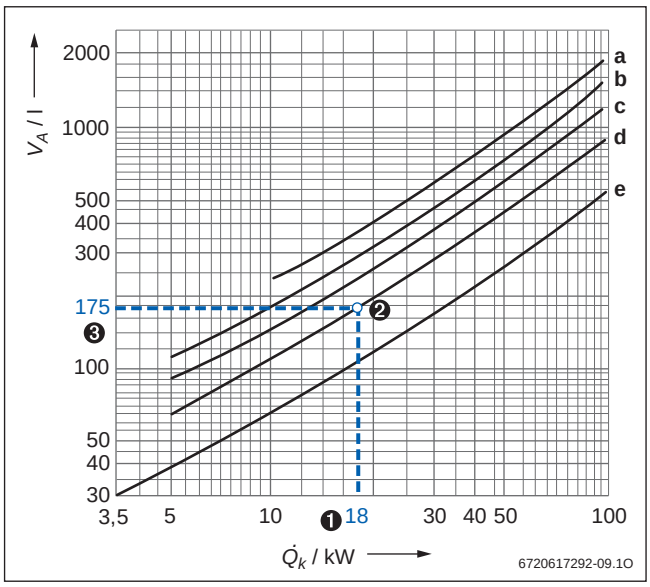

Bild 17 Anhaltswerte für den durchschnittlichen Wasserinhalt von Heizungsanlagen
In Abhängigkeit von verschiedenen Parametern der Heizungsanlage lässt sich das Anlagenvolumen aus dem Diagramm ablesen (→ Bild 17).
Das nach Punkt 3 aus dem → Bild 17 abgelesene Anlagenvolumen muss kleiner sein als das maximal zulässige Anlagenvolumen. Wenn das nicht zutrifft, muss ein größeres Ausdehnungsgefäß gewählt werden.
(→ Bild 17, Kurve **d**)
❹ Erforderlich ist ein AG mit 12 l Inhalt (→ Tabelle 7), weil hierfür das nach Bild 17 ermittelte Anlagenvolumen kleiner als das maximal zulässige Anlagenvolumen ist.